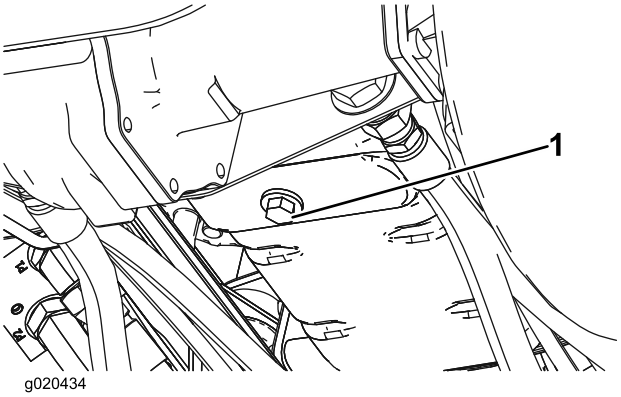

Figur 50
1. Ta bort avtappningspluggen (Figur 50) och låt oljan rinna ned i ett avtappningskärl. Sätt tillbaka avtappningspluggen när oljan har tappats ur.